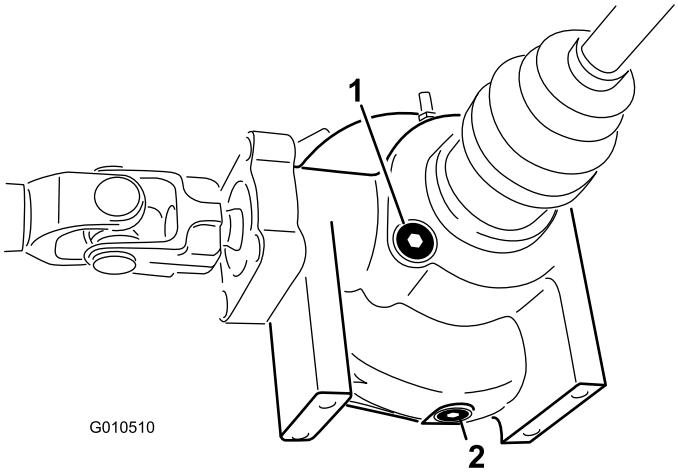

Figur 53
2. Rengør området rundt om aftapningsproppen på siden af differentialet (Figur 53).